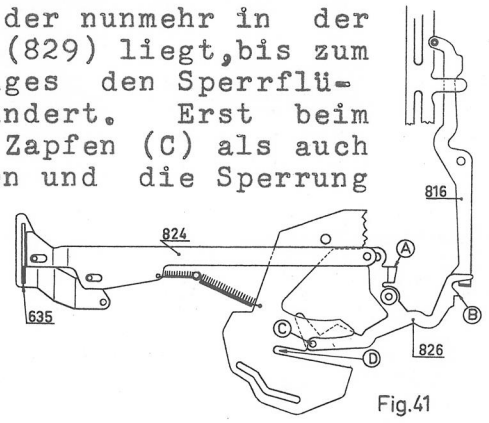

Fig.41
3a/ Beim Betätigen der Zwischen- oder Endsummentaste drückt diese mit ihrem unteren Teil bei A gegen den Sperrflügel (826,Fig.41). Der Sperrflügel schwenkt in Pfeilrichtung und rastet mit seinem Zahn (B) in die Sperre (816) ein. Gleichzeitig setzt sich der Sperrschieber (824), der nach links geschoben wird, vor den unteren Arm der Startsperre (635), wodurch die M-Tasten gesperrt werden.